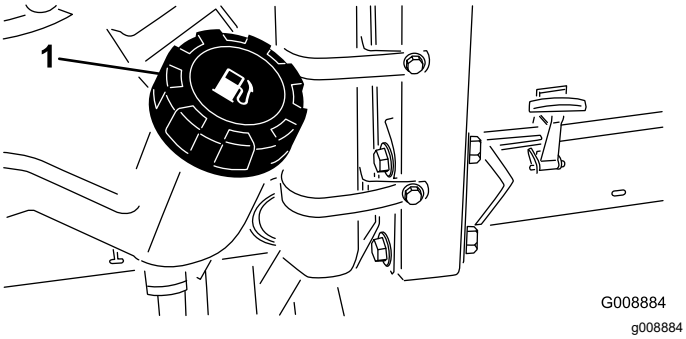

Figur 26
1. Rengör området runt tanklocket (Figur 26).